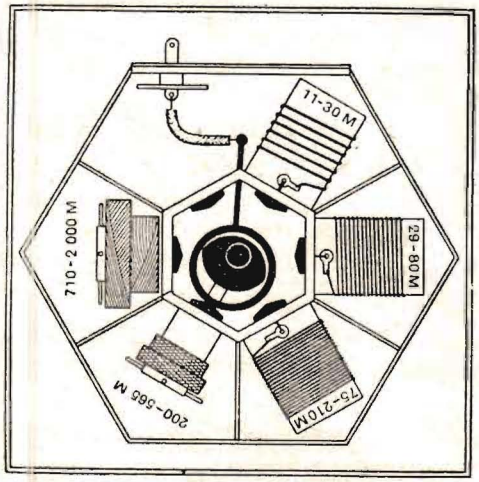

*Fig. 1. Franskt spolsystem för allvågsmottagare, täckande våglängdsområdet 11—2.000 meter. (Ur »Wireless World».)*
*Fig. 1. Modernt 250 kilowatts sändarrör med vattenkyld anod. Den nedre delen av röret utgöres av kylmanteln, i vilken anoden och hela det övriga elektrodsystemet är anbragt. Upptill ses glaskolven med uttag för glödtråden överst och för anod och galler på sidorna. Vignettbilden visar denna del av röret i större skala.*
Den senaste radioutställningen i Paris visade att fransmännen gått framåt oerhört och nu kunna upptaga konkurrensen med utlänningarna, då det gäller radiomottagare. Vi skola här beskriva en intressant sak, som visades på utställningen, nämligen ett spolsystem för allvågsmottagare, omkopplingsbart för alla våglängder från 11 till 2.000 meter. Fig. 1 visar spolsystemet, sett från ena änden, med den yttre metallbeklädnaden borttagen. För varje våglängdsområde finnes en sats om tre spolar, monterade i rad, varav blott den främsta är synlig i figuren. Varje spolsats är skärmad för sig, och dessutom äro spolarna i varje sats skärmade från varandra. Våglängdsomkopplingen sker medelst en omkopplare med sex lägen, bestående av en excentriskt anbragt vals och fjorton stycken längs denna anbragta kontaktringar, vilka ej vridas runt utan av valsen inifrån tryckas mot respektive kontakter på insidan av det sexkantiga rör, på vilket spolarna äro monterade. Sjätte läget användes för inkoppling av grammofon-pick-up.